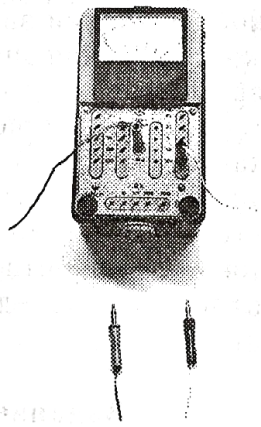

Рис. 8-9-1
5. Соедините авометр с исследуемым участком электрической цепи. Для этого конец одного щупа вставьте в гнездо "- ОБЩ", другой - в гнездо выбранного вами предела измерения; свободные концы присоедините к точкам разрыва изучаемой цепи *R* так, чтобы прибор оказался включенным последовательно (см. рис. 8-9-1).